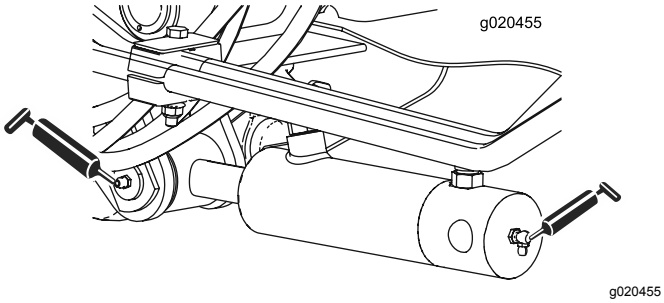

**Figuur 63**
- Lagerbussen van hefarmcilinder (2 elk) (Figuur 63)